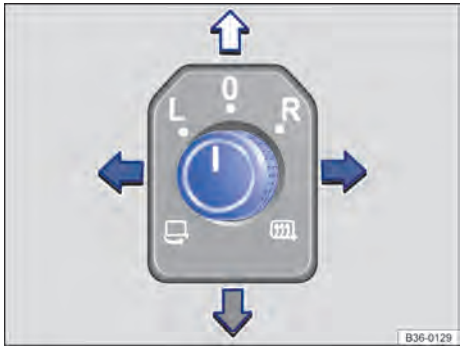

Bilde 87 I førerdøren: Dreieknott for sidespeilene.
2. Drei dreieknotten i førerdøren til ønsket symbol → Bilde 87.